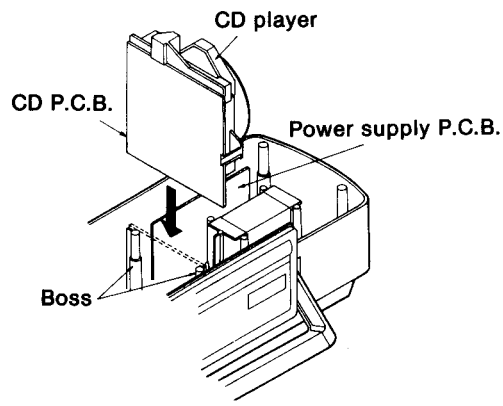

Fig. 13
1. Install the removed CD player perpendicular to the rear cabinet, as shown in Fig. 13.
2. Insert the CD player into the CD player unit. Use the two bosses of the cabinet to align the CD player (see Fig. 13).